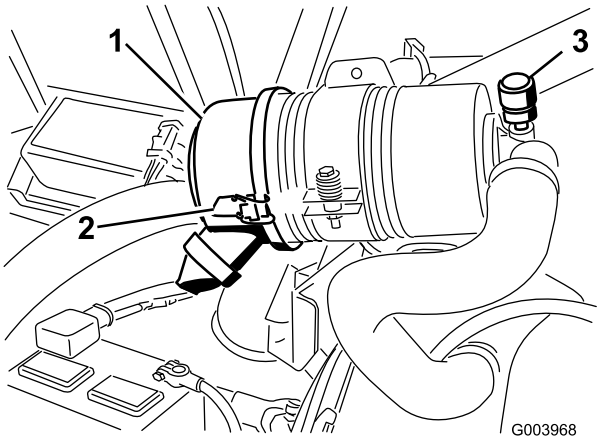

Figur 61
Utför bara service på luftrenarfiltret när serviceindikatorn (Figur 61) anger att det krävs. Om du byter luftfiltret tidigare ökar det risken för att smuts kommer in i motorn när filtret har avlägsnats.
1. Lossa spärrhakarna som håller fast luftrenarkåpan på luftrenarhuset (Figur 61).